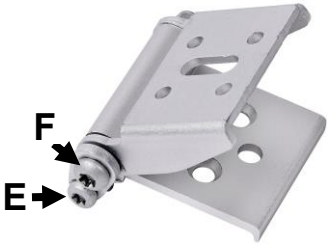

Figure 2. Vis de blocage de la platine réglable
3. Voir Figure 2. Serrez la vis Torx 20 **E** sur chaque accessoire pour les verrouiller en position et maintenir l'appareil dans l'orientation souhaitée. Vérifiez que l'appareil est maintenu fermement et en sécurité.